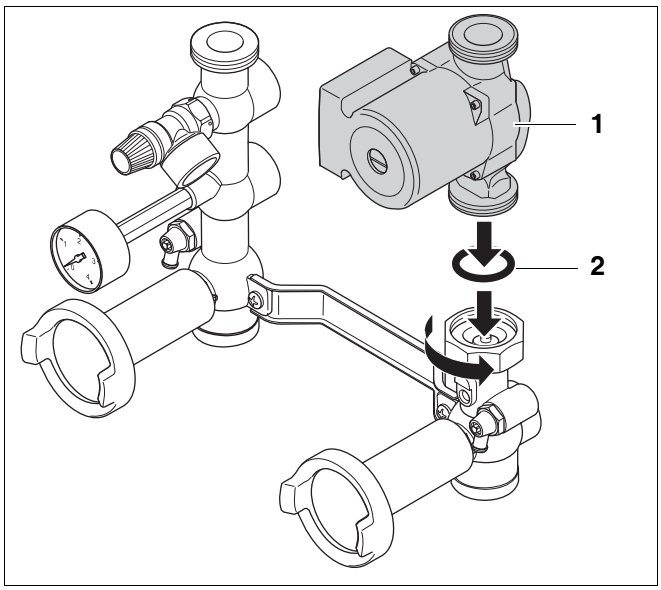

Bild 8 Pumpe wieder montieren
- Danach die flache Gummidichtung (Bild 8**, Pos. 2**) wieder einsetzen und die Pumpe (Bild 8**, Pos. 1**) wieder montieren.